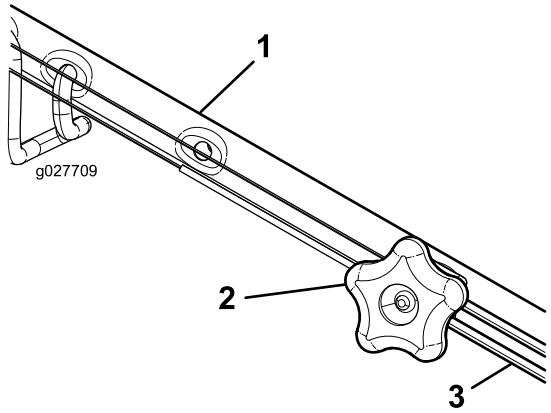

Figur 39
1. Vri justeringsknotten mot klokken for å løsne kabeljusteringen (Figur 39).
2. Juster strammingen på kabelen (Figur 39) ved å trekke den utover eller skyve den forover, og holde den stillingen.